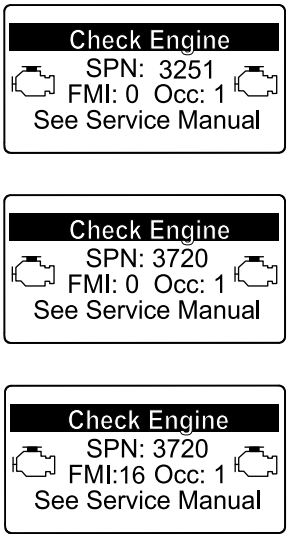

Figur 57
- Om motorfel CHECK ENGINE SPN 3251 FMI 0 (Kontrollera motor), CHECK ENGINE SPN 3720 FMI 0 (Kontrollera motor) eller CHECK ENGINE SPN 3720 FMI 16 (Kontrollera motor) visas i InfoCenter (Figur 57) ska du rengöra sotfiltret genom att följa stegen nedan: